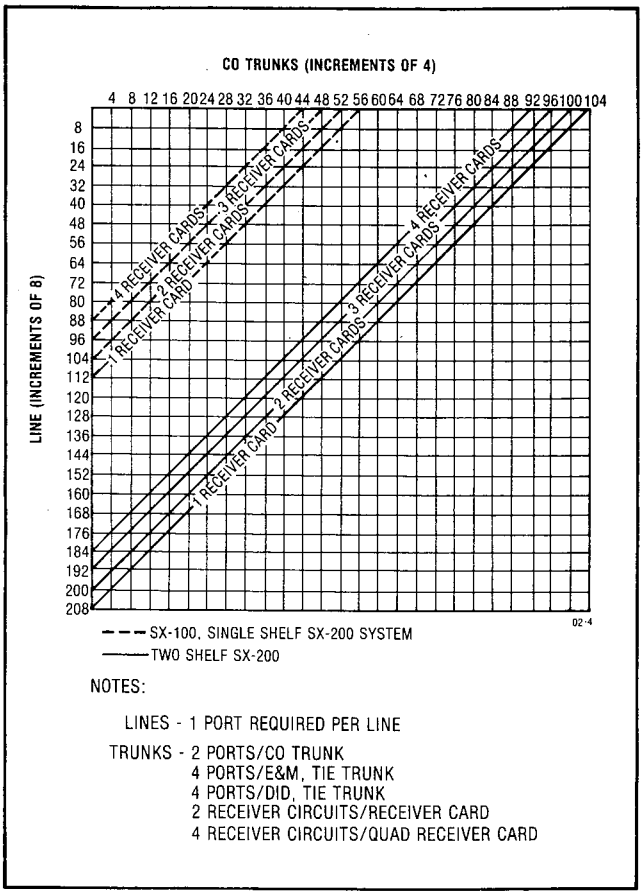

Fig. A2-1 Maximum Line and Trunk Configuration
- The maximum possible combination of trunks and lines which can be accomodated is dependant upon the number of receivers installed and is illustrated in Fig. A2-1.